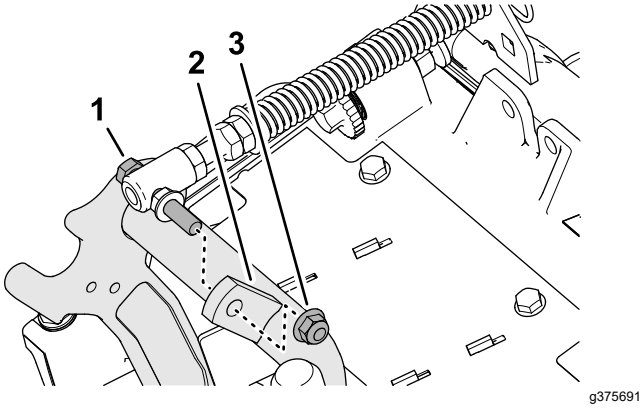

Figura 18
3. Îndepărtai contrapiulia cu guler (⅜") care fixează dopul filetat al arcului de compensare pentru gazon pe umărul drept al cadrului de susinere i îndepărtai arcul de compensare de pe unitatea de tăiere (Figura 18).